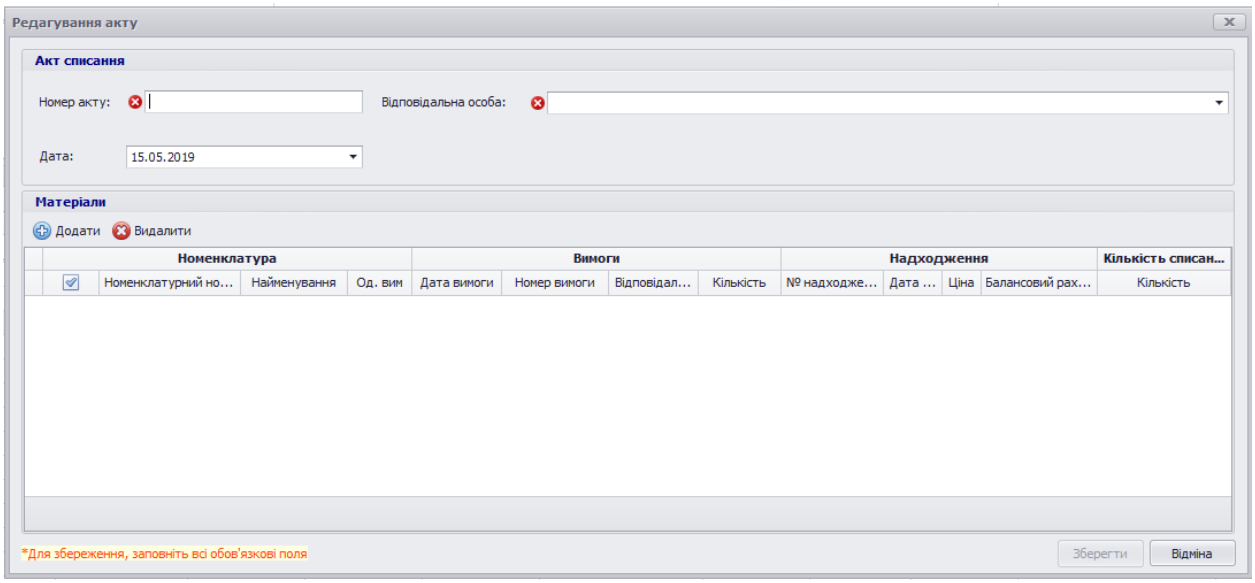

Рисунок 9.9 – Вікно «*Редагування акту*» кнопки «*Додати*»
- «*Акти*» - управління актами: створення (рис.9.9), редагування та видалення;